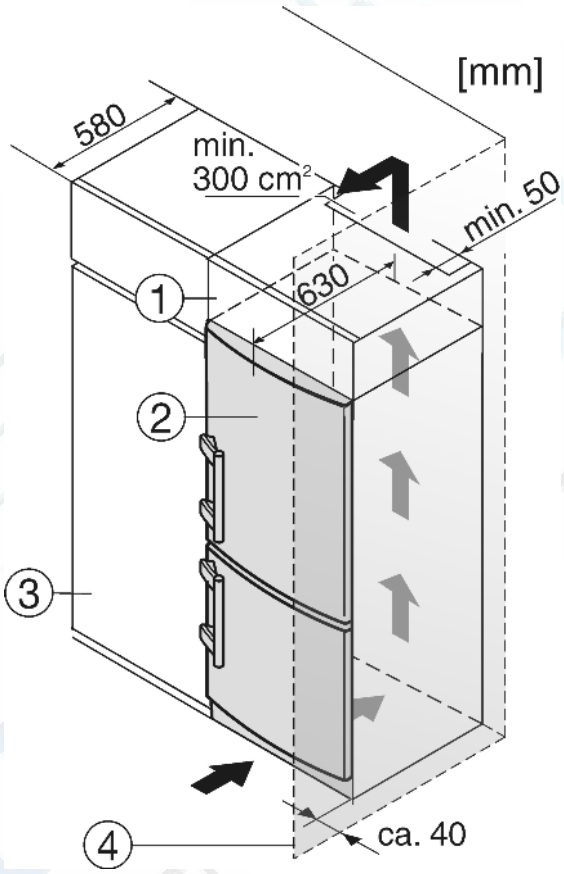

Fig. 9
(1) Дополнительный шкафчик
(2) Устройство
(3) Кухонный шкаф
(4) Стенка
Устройство может быть окружено предметами кухонной обстановки. Чтобы уравнять устройство *Fig. 9 (2)* по высоте с кухонной стенкой, можно установить над устройством соответствующий дополнительный шкафчик *Fig. 9 (1)*.
При комбинировании с обычными кухонными шкафами (глубина макс. 580 мм) устройство можно установить непосредственно рядом с кухонным шкафом *Fig. 9 (3)*. Дверь устройства выступает по сторонам на 34 мм и по центру устройства на 50 мм относительно передней стенки кухонного шкафа. Поэтому ее можно свободно открывать и закрывать.
Если устройство установлено на шарнирах у стены *Fig. 9 (4)*, то расстояние между устройством и стеной должно быть не менее 40 мм. Настолько выступает ручка при открытой дверце.